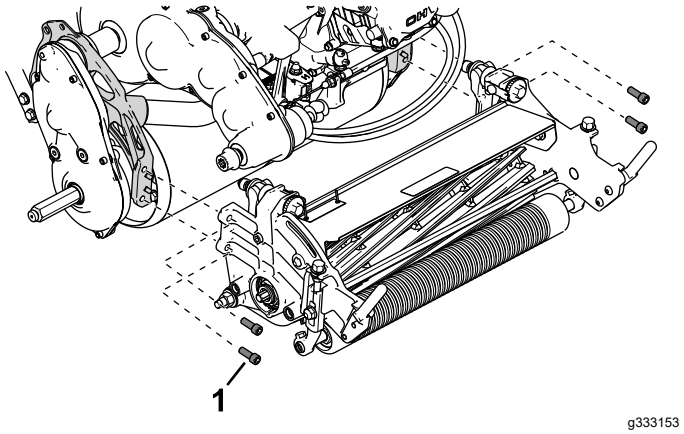

Figuur 45
5. Gebruik 4 inbusschroeven om de maai-eenheid te bevestigen aan het frame (Figuur 45).